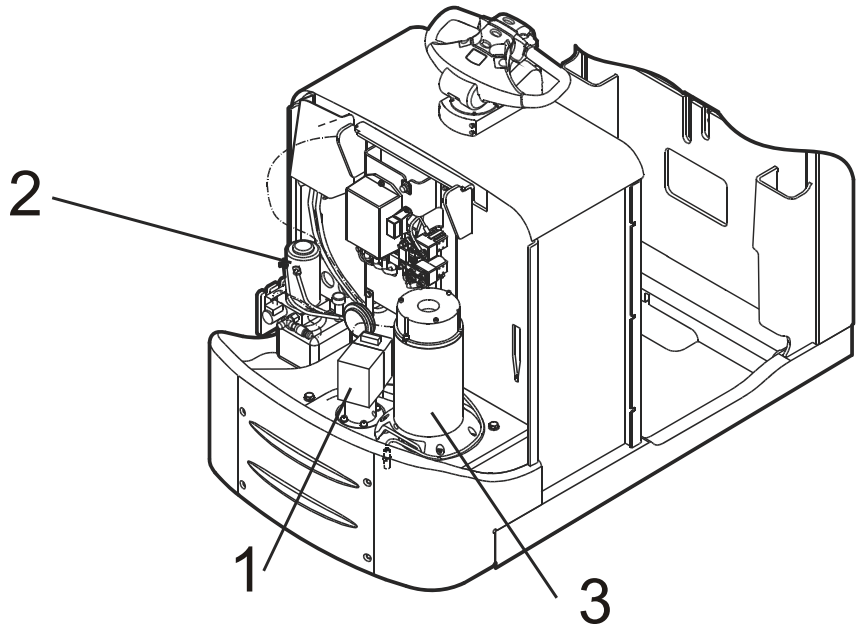

Fig. 22 Elektromotoren
- Entfernen Sie den Lenkmotor Fig. 22(1).
- Entfernen Sie den Pumpenmotor einschließlich Pumpe Fig. 22 (2) (siehe 6100).
- Entfernen Sie den Antriebsmotor einschließlich der elektrischen Feststellbremse aus dem Getriebegehäuse Fig. 22 (3).